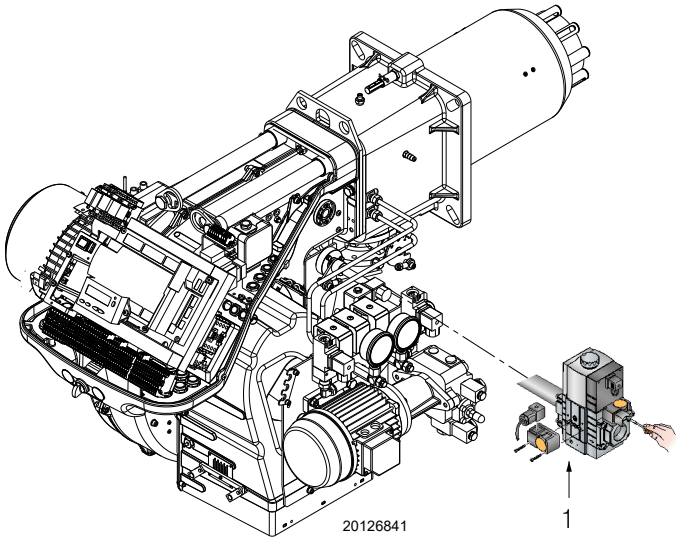

Fig. 42
- ➤ Contrôler la pression d’alimentation du gaz en raccordant un manomètre sur la prise de pression 1)(Fig. 42) du pressostat gaz seuil minimum: elle doit être inférieure à la pression maximale admise pour la rampe gaz qui est indiquée sur la plaque des caractéristiques.
- ➤ Purger l’air des tuyaux de la rampe gaz, en raccordant un tuyau en plastique sur la prise de pression 1)(Fig. 42) du pressostat gaz seuil minimum.